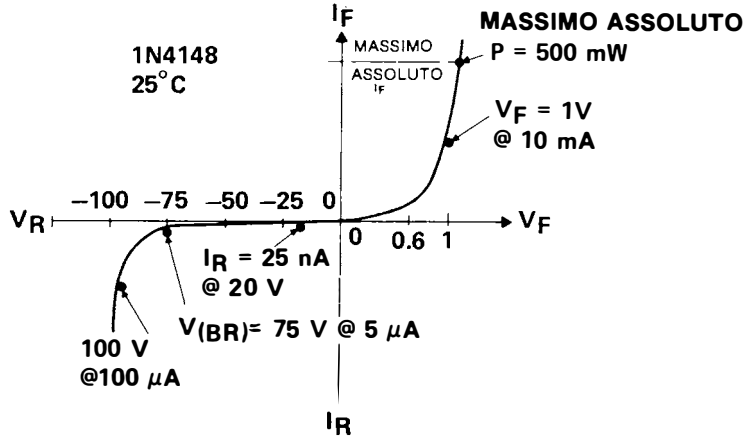

Figura 6.6
Tutte queste specifiche (ad eccezione di t_{rr}) si possono leggere direttamente da una curva I-V, ossia da una curva corrente-tensione, come quella che abbiamo appena visto. Dalla Figura 6.6, appare dove ognuno di questi punti è situato su una curva tipica.
Nel leggere il data sheet, ci riferiremo ancora alla Figura 6.6; si vedrà allora da quali parti della curva sono stati presi i dati.
La dissipazione di potenza (P) la si può trovare nella tabella dei *massimi valori nominali assoluti.* La massima potenza dissipata deve essere di 500 mW (milliwatt). Questo valore è indicato presso la parte superiore della curva di Figura 6.6. A volte, questo limite viene invece specificato sotto forma di *corrente diretta massima assoluta.*